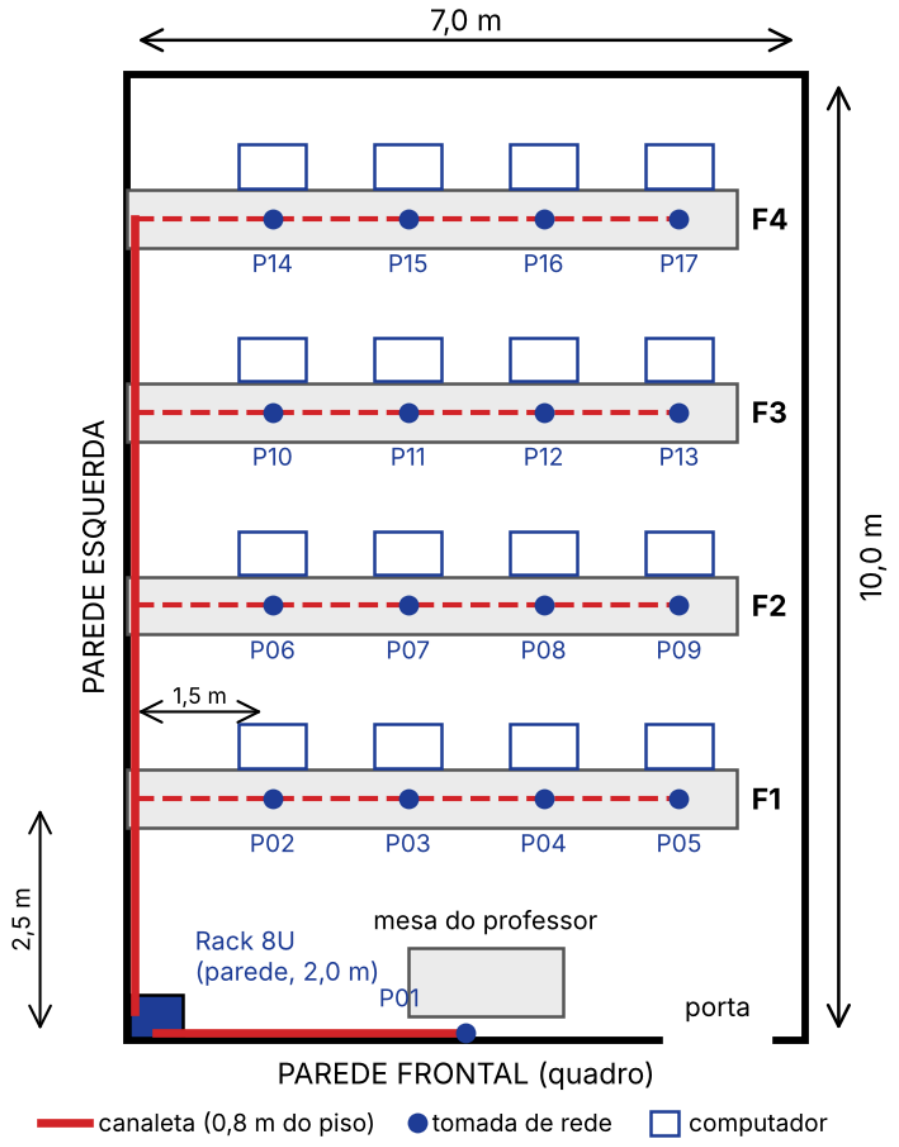

Figura 2 – Topologia física (planta) do Laboratório X (exemplo; reproduzir no Sweet Home 3D ou draw.io)
- **Distância horizontal (caminho real):** P02 (F1-PC1) = 2,5 m (parede esquerda até a fileira F1) + 1,5 m (bancada até o PC1) = 4,0 m. P01 = 3,5 m pela parede frontal. A tabela completa está no item 4.
- **Fotos e croqui:** 4 fotos da sala (uma de cada canto), 1 do local do rack e o croqui à mão digitalizado; a planta final está na Figura 2.